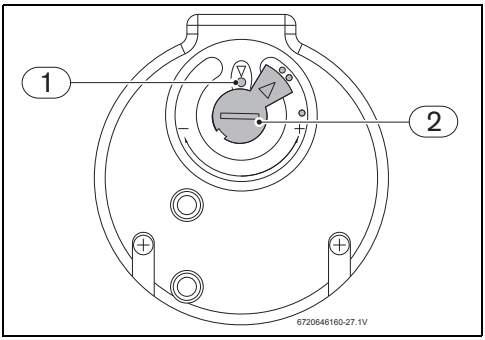

Fig. 55 Thermostat
- ▶ Appuyer sur le bouton de réarmement jusqu'à la butée (fig. 55, [1]).
Après le réarmement, s'assurer que le thermostat est réglé dans la position représentée dans la fig. 55. Ne pas endommager le joint.